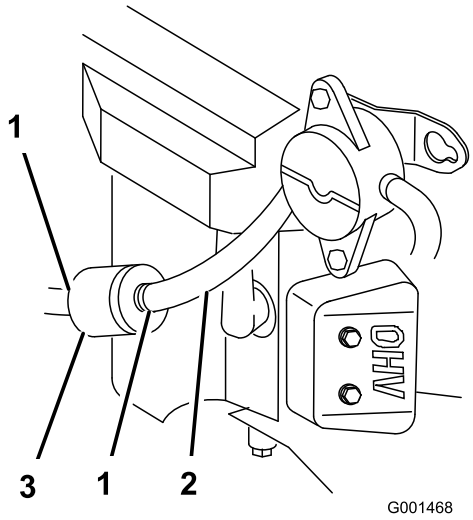

Rysunek 41
4. Ściśnij końce obejm przewodu i odsuń je od filtra (Rysunek 41).